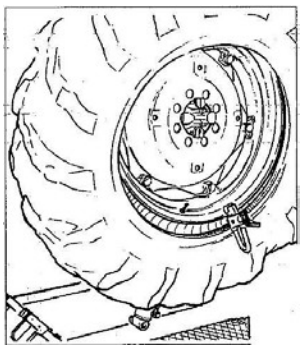

Рис. 7.14
19) Поднимите колесо снова и прикрепите зажим РС за пределами второго борта примерно на 20 см справа от клапана. (см. рис. 7.14)